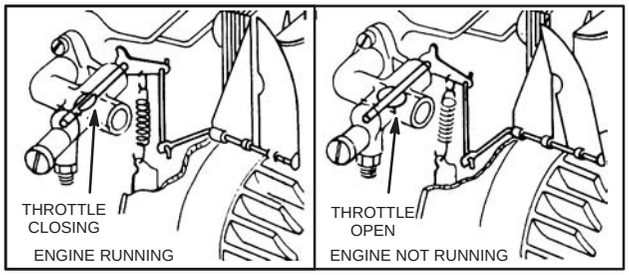

Fig. 316 – PNEUMATIC GOVERNOR, TYPICAL
2. **PNEUMATIC GOVERNOR**. This operates by air pressure from the flywheel against an air vane which in turn is linked to the carburetor throttle, Fig. 316.